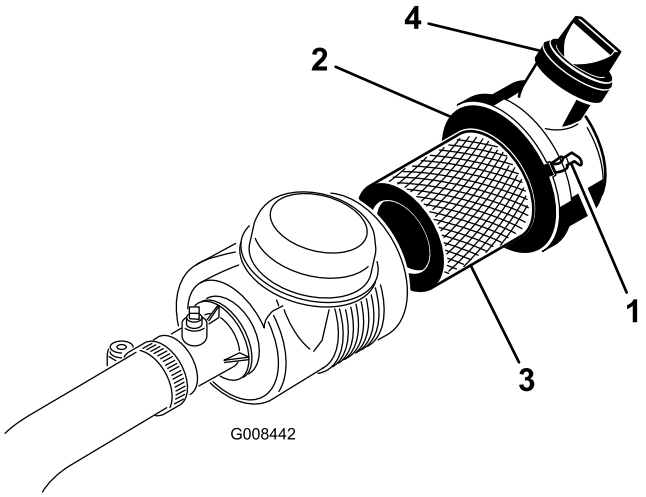

Figur 38
1. Åbn låsene, der fastgør luftfilterdækslet til luftfilterhuset (Figur 38).
6. Monter dækslet igen, og fastgør låsene (Figur 38).